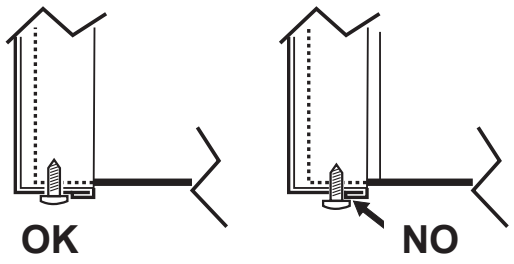

fig. 15 - assembly with bottom screws
3. Proceed in reverse order to reassemble the front panel. Make sure that it is correctly attached to the upper fixing and completely resting on the side panels. The head of the screw "A", once tightened, must be positioned as indicated in "fig. 15 - assembly with bottom screws").